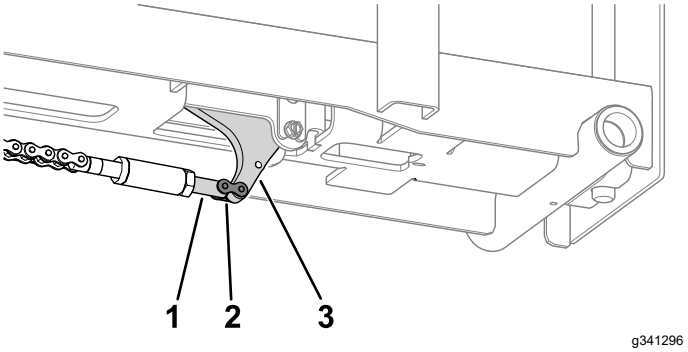

**Figuur 14**
8. Verbind de spanmoer van de sluitschakel via een sluitschakel met de wielaanslag (Figuur 14).